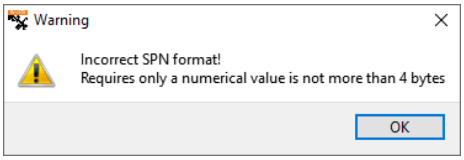

Figure 13 — Avertissement lors de la sélection d'un SPN dont le format n'est pas adapté à CANUp 27 Standard
2) Pour CANUp 27 Standard, seuls les SPN dont la valeur numérique ne dépasse pas 4 octets peuvent être ajoutés au Rapport. Si un SPN ne respectant pas cette limitation est sélectionné, l'avertissement correspondant s'affiche (voir figure 13).